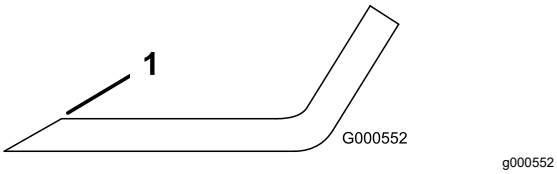

Figuur 106
1. Gebruik een vijl om de snijranden aan beide uiteinden van het mes te slijpen (Figuur 106).
Opmerking: Als het mes niet in balans is, moet u wat metaal afvijlen van het uiteinde van de vleugel (Figuur 106).